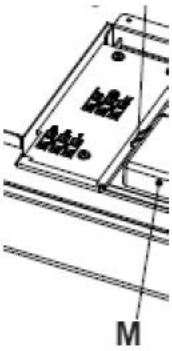

рис. 5.27
• Открутите два винта (L), указанные на рис. 5.27 и откройте крышку (M) клемной панели.
• открутите 2 винта (L) указанные на рис. 5.27 и откройте крышку (M) клеммной панели.